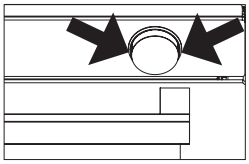
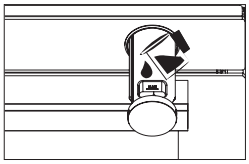
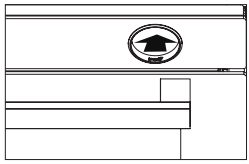

Figura 17
Figura 18
Figura 20
1. Retire el recipiente de agua tirando de él por los puntos indicados por la flecha. Rellene el recipiente de agua (Véase la figura 17) y deslícelo en el sentido de la flecha hasta la posición inicial para colocarlo en su sitio (Véase la figura 18,19). Después de 10 minutos de precalentamiento, deslice el recipiente de agua en la dirección de la flecha hasta que oiga un "clic" (Véase la figura 20).